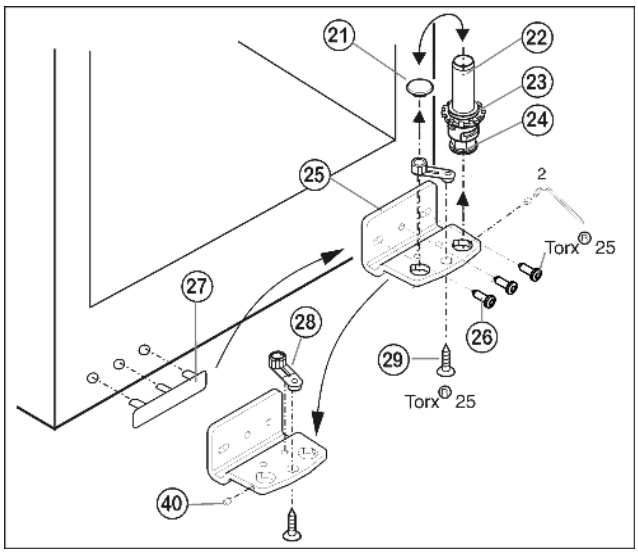

Fig. 6
- ▶ Отвинтите установочный винт *Fig. 6 (40)* приблизительно на один оборот прилагаемым торцевым ключом.
- ▶ Извлеките опорный винт *Fig. 6 (22)* в комплекте с шайбой *Fig. 6 (23)* и регулируемой опорой *Fig. 6 (24)*, вывинчивая его вверх.
- ▶ Снимите пробку *Fig. 6 (21)*.
- ▶ Открутите *Fig. 6 (26)*опорный кронштейн *Fig. 6 (25)*.
- ▶ Полностью выкрутите установочный винт *Fig. 6 (40)* и вкрутите на противоположной стороне на нижнем опорном кронштейне, чтобы он был заподлицо с этим кронштейном.
- ▶ Открутите *Fig. 6 (29)*опорную деталь *Fig. 6 (28)* и, переставив в отверстие на противоположной стороне опорного кронштейна, снова прикрутите.
- ▶ Переставьте пробку *Fig. 6 (21)* в свободное отверстие.
- ▶ Осторожно снимите и переставьте на противоположную сторону крышку со стороны ручки *Fig. 6 (27)*.
- ▶ Снова прикрутите опорный кронштейн *Fig. 6 (25)* на новой стороне шарнира **(с моментом 4 Нм)**. При необходимости используйте аккумуляторный шуруповерт.
- ▶ Вновь установите опорный винт *Fig. 6 (22)* в комплекте с шайбой и регулируемой опорой.
- ▶ Затяните установочный винт *Fig. 6 (40)*.
- ▶ Установите дверцу сверху на нижний опорный палец *Fig. 6 (22)*.
▶ При необходимости выровняйте дверцы через два продольных паза в нижнем опорном кронштейне *Fig. 6 (25)* параллельно корпусу устройства. Для этого выкрутите средний винт.